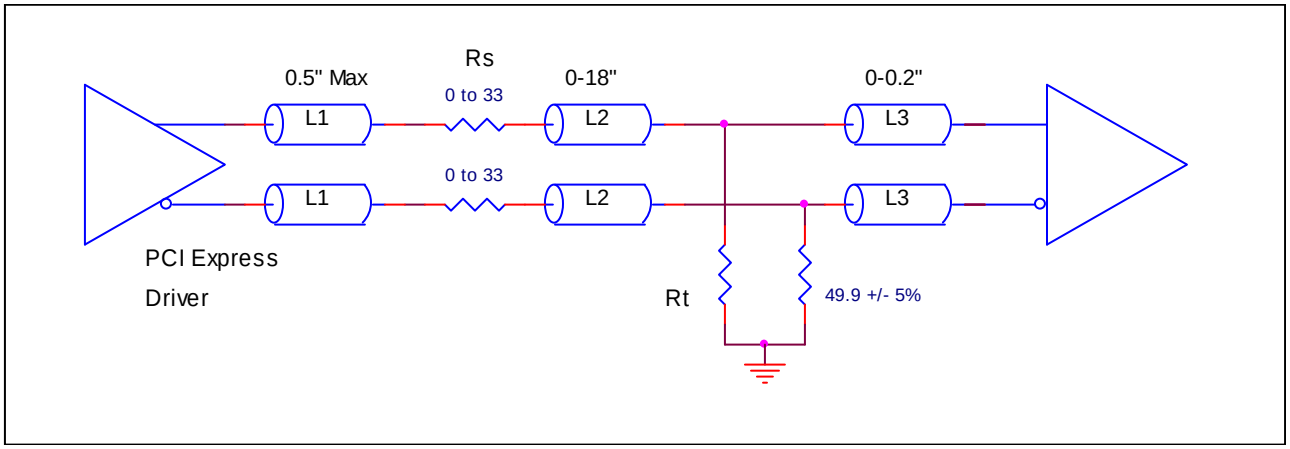

**Figure 10B. Recommended Termination (where a point-to-point connection can be used)**
*Figure 10B* is the recommended termination for applications where a point-to-point connection can be used. A point-to-point connection contains both the driver and the receiver on the same PCB. With a matched termination at the receiver, transmission-line reflections will be minimized. In addition, a series resistor (Rs) at the driver offers flexibility and can help dampen unwanted reflections. The optional resistor can range from 0Ω to 33Ω. All traces should be 50Ω impedance single-ended or 100Ω differential.